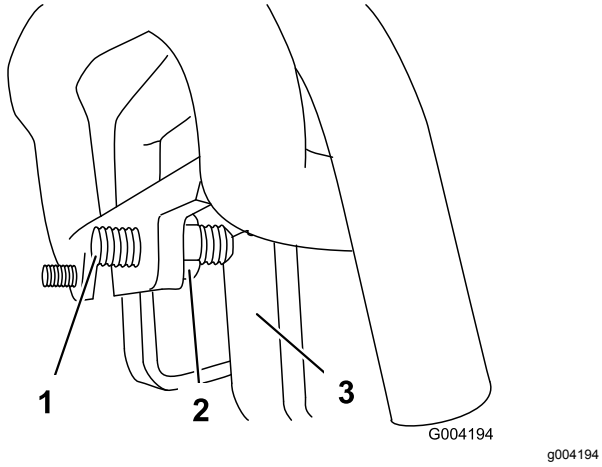

**Figuur 57**
3. Als de tractie-eenheid naar **links** afwijkt, draai dan de **rechter** contramoer los en stel de stelschroef op de voorzijde van de tractiebediening af (Figuur 57).
4. Als de tractie-eenheid naar **rechts** afwijkt, draai dan de **linker** contramoer los en stel de stelschroef op de voorzijde van de tractiebediening af (Figuur 57).